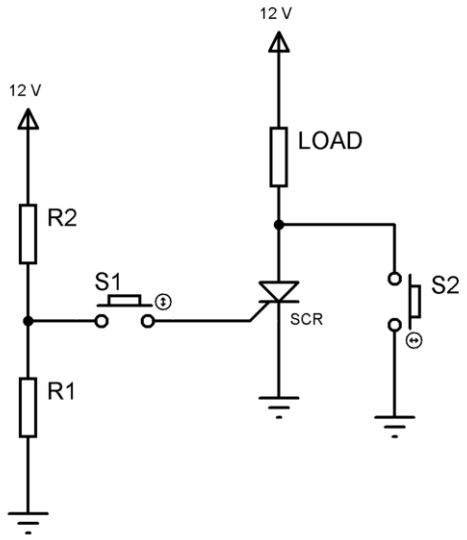

Figure 6
1. To observe the SCR's turn ON and turn OFF action, construct the circuit shown in Figure 6.